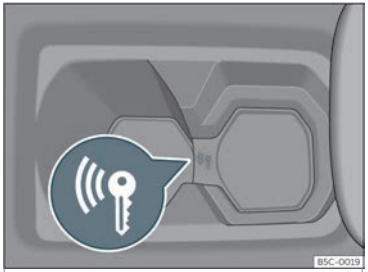

Abb. 135 In der Mittelkonsole: Notstart.
- Unmittelbar nach Drücken des Starterknopfes legen Sie den Schlüssel in den Getränkehalter in der Mittelkonsole››› **Abb. 135** so nah wie möglich am Logo *Kessy*.